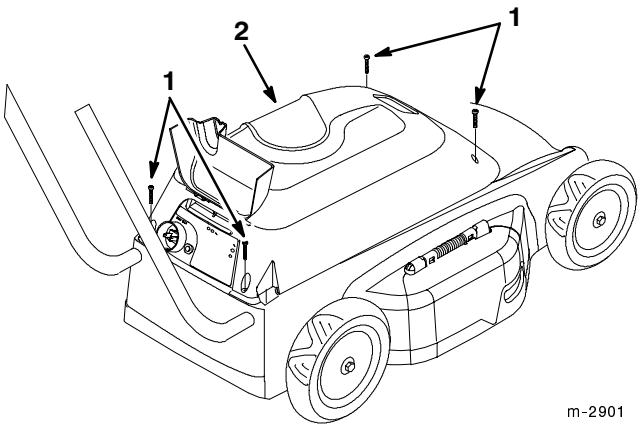

Figure 21
- Remove the top shroud (Fig. 21) and clean out any debris from underneath it and around battery with compressed air, a vacuum cleaner, or a brush.
2. Remove the four screws from the shroud and remove the shroud (Fig. 21).
13. Install the shroud with four screws (Fig. 21).